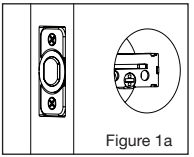

Figure 1a
a. Insert Deadbolt Latch Set into door edge hole with the word "UP" and the arrow on the extension plate facing UP. Cross shaped spindle connector will be at the bottom of the Deadbolt Latch Set (Figure 1a).